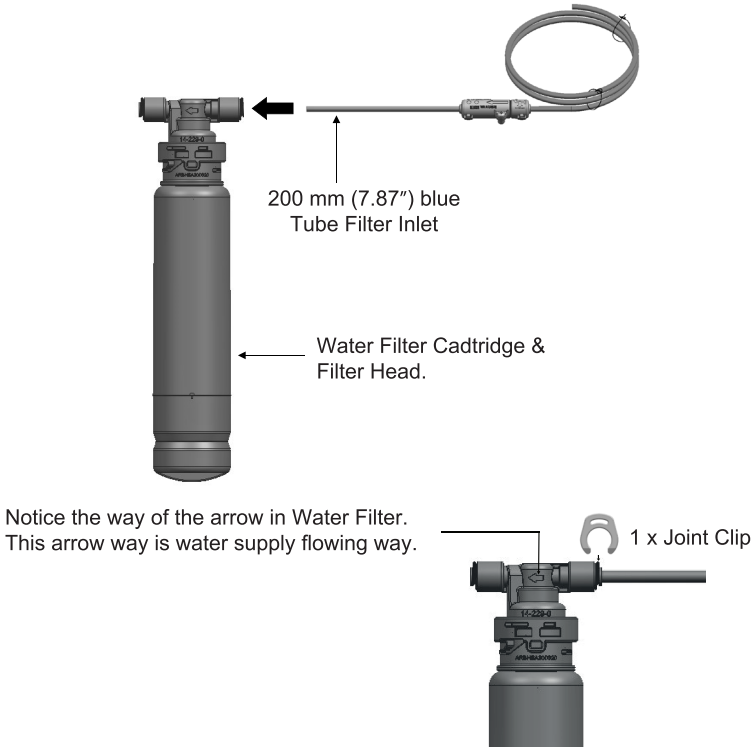

Figure 1: Connect 200 mm (7.87″) Tube Filter Inlet of Dual Check Valve Assembly Block with Water Filter Cartridge & Filter Head
Step 3: Connect 200 mm (7.87″) Tube Filter Inlet (blue tube ¼″) of ② Dual Check Valve Assembly Block with ③ Water Filter Cartridge & Filter Head as instructed in Figure 1.